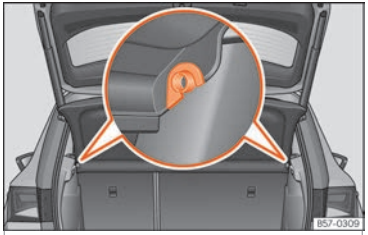

Abb. 133 Im Gepäckraum: Gepäckraumabdeckung aus- und einbauen.
- Drücken Sie die Abdeckung aus den Seitenhalterungen ››› Abb. 133 aus, indem Sie diese nach oben ziehen und herausnehmen.
- Führen Sie die Abdeckung horizontal ein, so dass das „Hufeisen" über den Achsen der Halter ››› Abb. 133 liegt und drücken Sie die Abdeckung nach unten, bis sie einrastet.